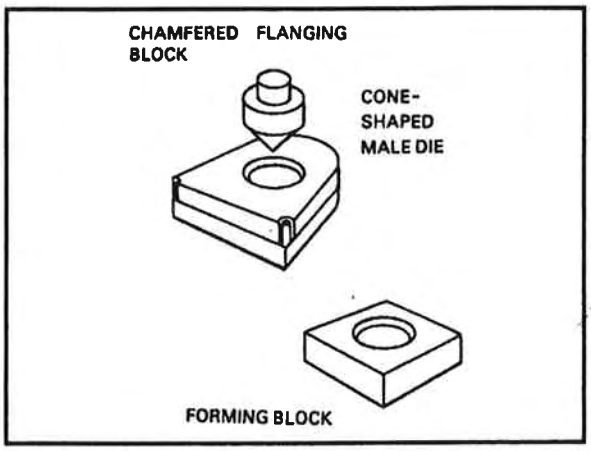

Figure 5-33. Chamfered forming block
- Using the chamfered flanging block (Figure 5-33) to center the material to be flanged and hammering around it with a rubber mallet until the flange conforms to the chamfer. In the other forming blocks illustrated, the hole being chamfered is formed by using a male die that is chamfered to the width of the flange and the desired angle. The hole has the same diameter as the flange. Either type of forming block may be used.